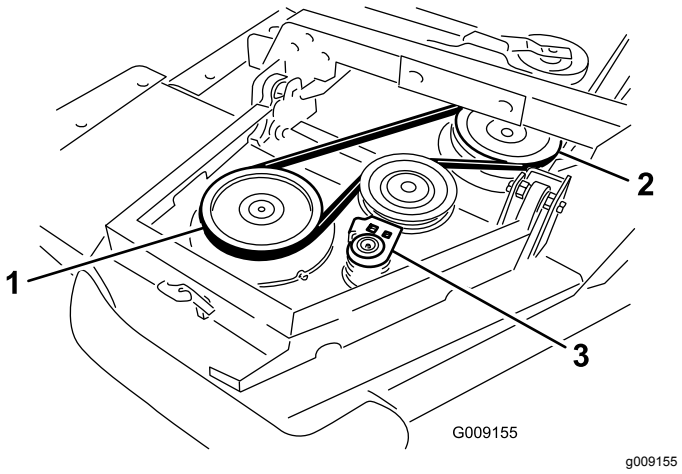

Figur 5
A. Vikl remmen om vingens spindelremskive og frontskjoldets spindelremskive (Figur 5).
B. Flyt styreremskiven væk fra remmene med en skraldenøgle eller et lignende stykke værktøj (Figur 5).